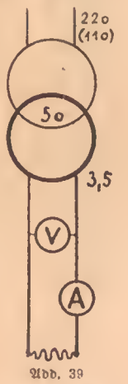

Abb. 39
85. Unser Transformator kann aber nicht nur 3 Birnen speisen, sondern die Höchstleistung ist bedeutend größer. Nach Abb. 39 ist an den beiden Enden der Sekundärspule des Trafos ein Voltmeter und dann ein Amperemeter in Serie mit einem 0,5 mm starken Nickelindraht von ½ m Länge geschaltet. Das Schaltschema ist in mehrpoliger Darstellung nach den DIN-Vorschriften gezeichnet. Der Trafo (siehe auch Versuch 50) wird durch zwei Kreise schematisch dargestellt. Die Primärspannung schreibt man in Schaltplänen rechts oben, in unserem Falle also nach der Netzspannung 220 oder 110. Die in den beiden Kreisen geschriebene Zahl 50 besagt, daß der Trafo für einen Wechselstrom von 50 Perioden (hierüber siehe das frühere Kapitel „Der Transformator“) gebaut wurde. Die Sekundärspannung von 3,5 Volt wird durch die unten angeschriebene Zahl 3,5 gezeichnet. Das Voltmeter wird als Kreis mit eingeschriebenem „V“, das Amperemeter mit einem „A“ zeichnerisch schematisch dargestellt. Diese Bezeichnungen muß man sich unbedingt merken, wenn man lernen will, wie man ein Schaltschema liest. Schalten wir nun den Strom ein, so wird der Zeiger des Voltmeters sofort 3,5 Volt anzeigen, dagegen wird sich der Zeiger des Amperemeters etwas aus der Nullstellung bewegen. Verkürzen wir nun den Widerstandsdraht solange, bis das Amperemeter 4 Ampere anzeigt, so ist der Trafo voll belastet. Die Leistung des Trafos ist dann: L = U · I = 3,5 · 4 = 14 Voltampere. Praktisch könnten wir den Trafo mehr als mit 14 Watt belasten, jedoch wird sich dann die Wicklung stark erwärmen, weil die Wicklungen nur für 14 Watt Belastung berechnet worden sind. Kurzzeitige Ueberlastungen schaden dagegen dem Trafo nicht, weil seine Berechnung so erfolgte, daß er einen Kurzschluß auf der Sekundärseite für kurze Zeit ertragen kann. Diese kurzzeitige Ueberlastung wird immer ein Sinken der Spannung zur Folge haben.